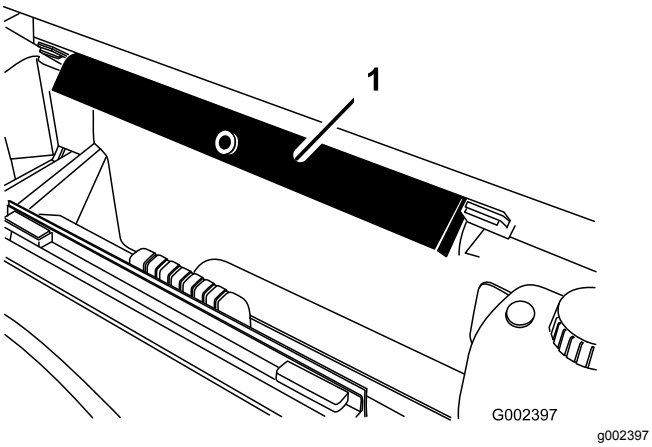

**Figur 11**
8. Fjern støtten til planet fra lagringsbrakettene på baksiden av veltebøylepanelet (Figur 11).